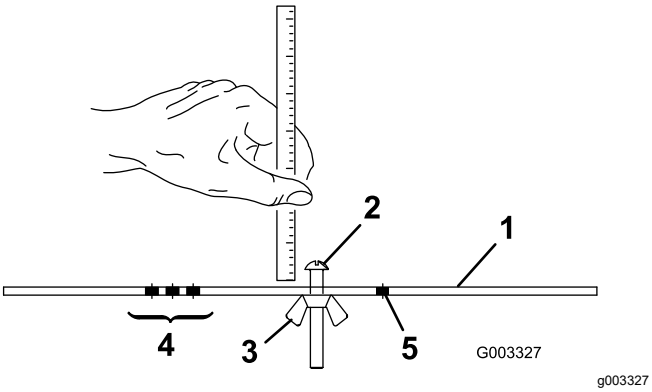

Figuur 16
2. Draai de moer op de hoogtelat los (Figuur 16) en draai de stelschroef op de gewenste maaihoogte.